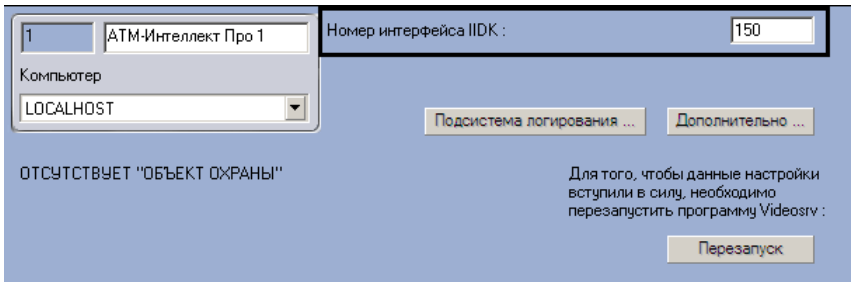

Рис. 5.2—3 Панель настройки объекта АТМ-Интеллект Про
5. В поле **Номер интерфейса IIDK** ввести идентификатор объекта **Интерфейс IIDK,** созданного на шаге 2 (см. Рис. 5.2—3).